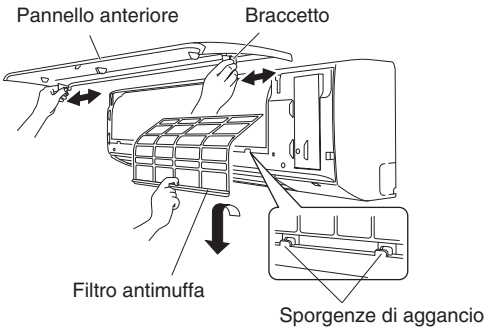

Fig. 3-12
Se la rimozione appare difficoltosa lo si può lievemente sollevare afferrandolo per le estremità laterali. Muoverlo verso sinistra in modo da liberare il braccetto sinistro e quindi verso destra per liberare quello destro. (Fig. 3-12)
(2) Sollevare lievemente il filtro antimuffa per sganciarlo dalle apposite sporgenze di aggancio situate sull'unità; tirarlo quindi in basso per rimuoverlo. (Fig. 3-12)